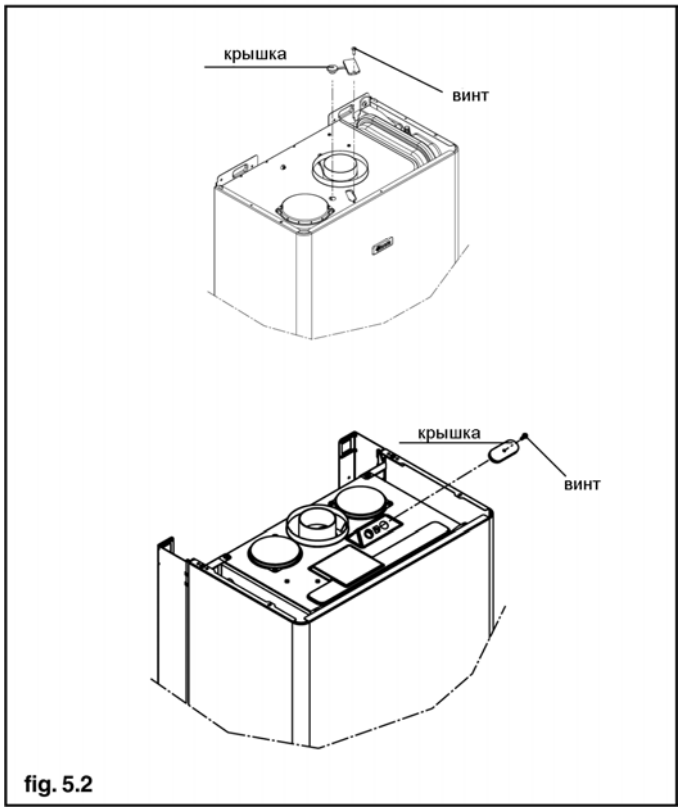

fig. 5.2
- Вывинтите винт на крышке, которая закрывает штуцер, служащий для отбора продуктов горения для анализа (рис. 5.2) и установите зонд газоанализатора